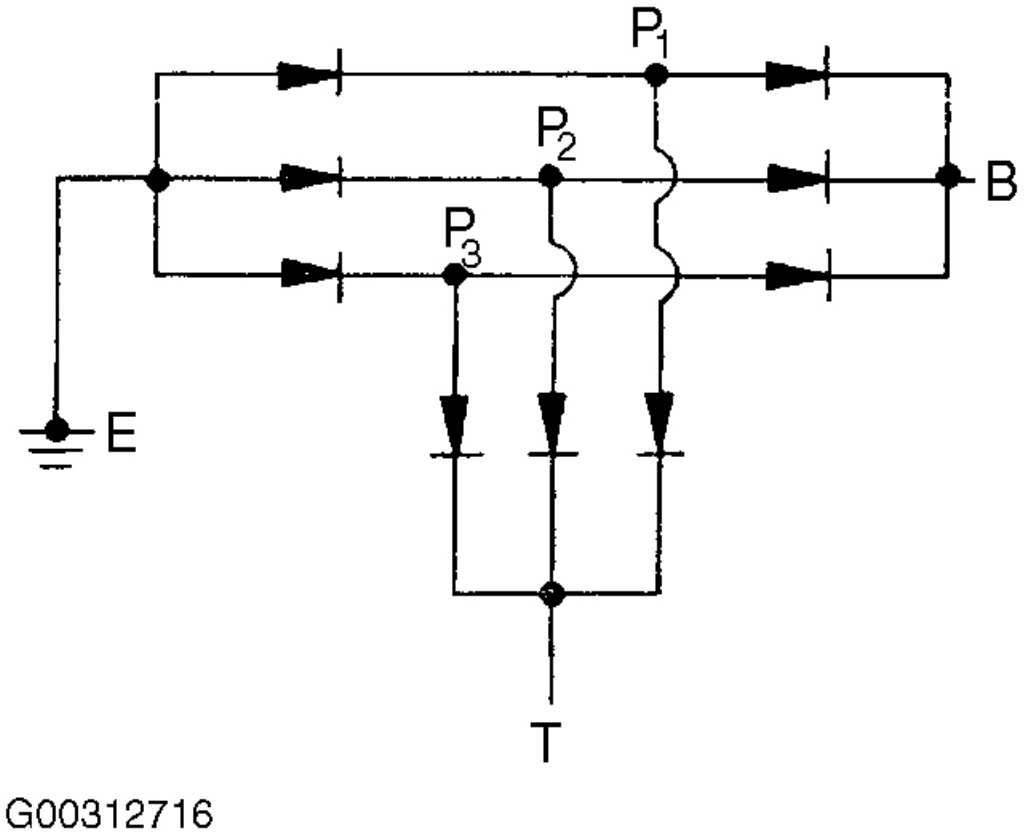
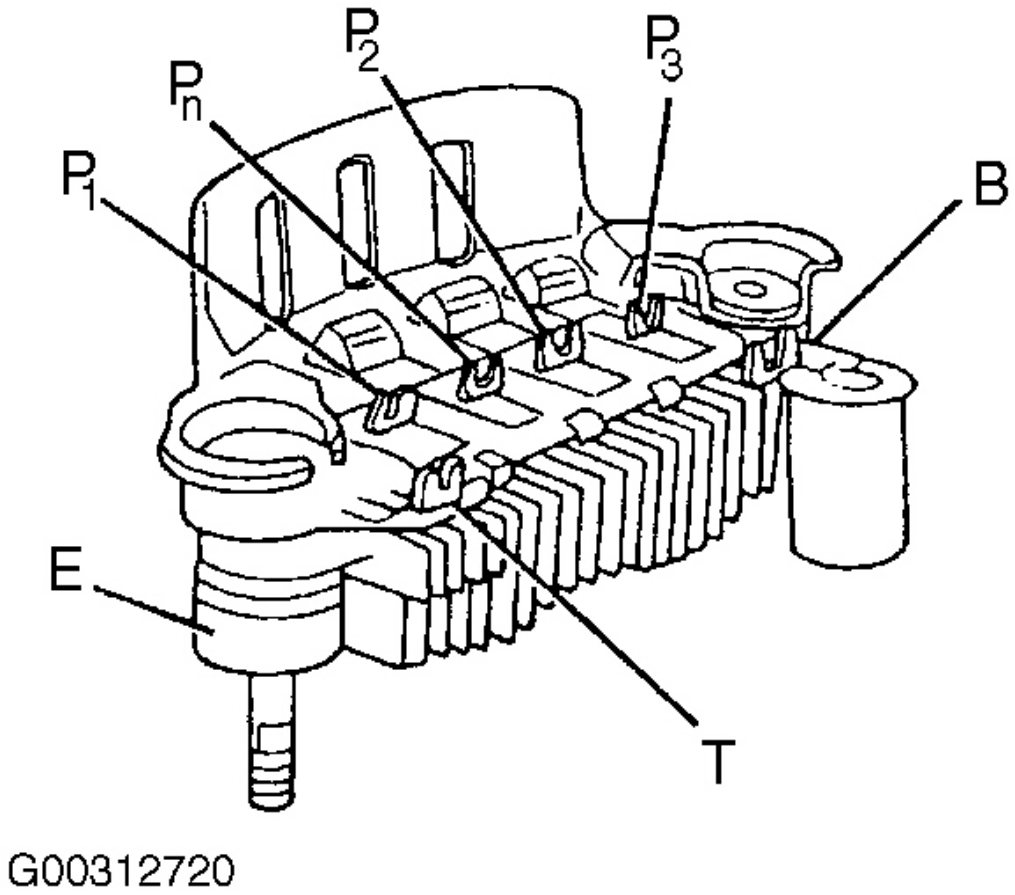

Fig. 24: Continuidad Comprobación
Fig. 25: Identificación de Terminales de prueba de diodos
1. Compruebe la continuidad entre cada diodo con un ohmímetro. Ver **La Fig. 23** , **La Fig. 24** y **La Fig. 25** .